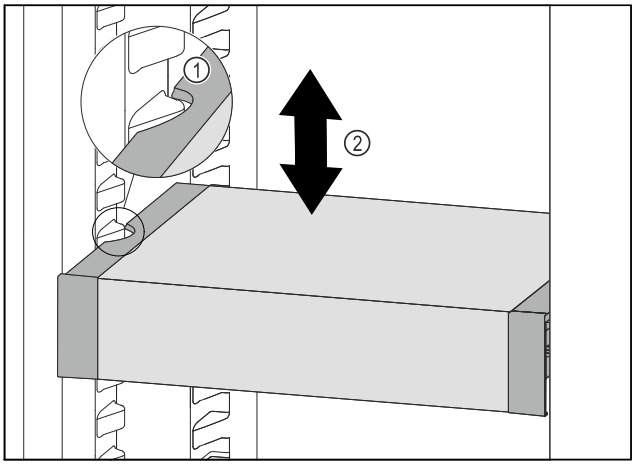

Fig. 121
▶ Pull VarioSafe forwards until the recesses in the side of the VarioSafe are at the level of the support rib in the refrigerator compartment. *Fig. 121 (1)*
▶ Move VarioSafe up or down in the refrigerator compartment until the desired height is reached. *Fig. 121 (2)*